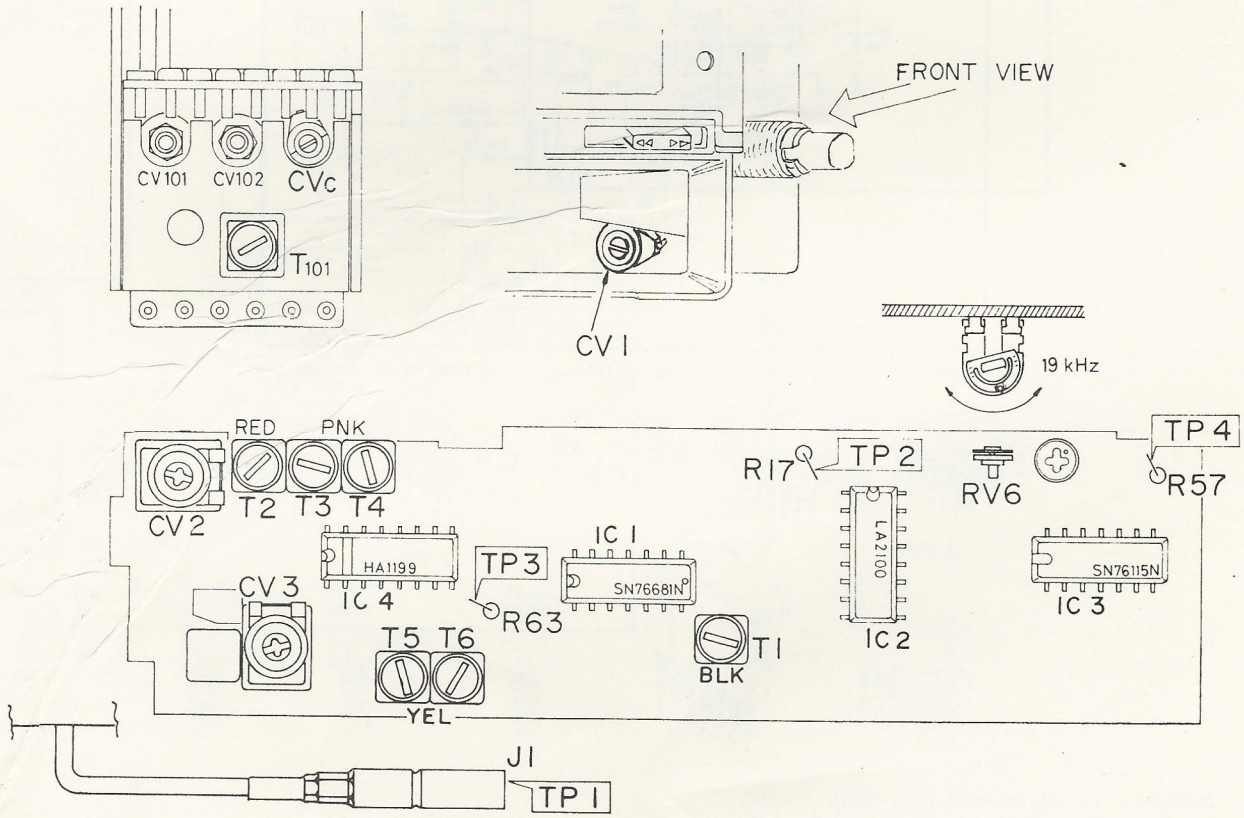

Fig. 10 ADJUST POINTS
(2) Alignments (Refer to Fig. 10 for ADJUST POINTS.)
(2) Alignment (Refer to Fig. 10 for ADJUST POINTS.)
[2] Tracking alignment (Refer to Fig. 10 for ADJUST POINTS.)
(2) Alignment (Refer to Fig. 10 for ADJUST POINTS)
(1) Alignment (Refer to Fig. 10)